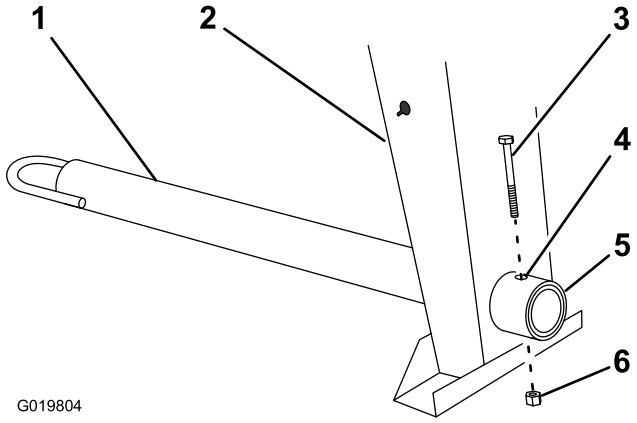

Figure 6
1. Retirez le boulon et l'écrou de la barre de remorquage (Figure 6).
2. Glissez la barre de remorquage en avant et alignez le trou de la barre sur le trou de raccordement du cadre (Figure 6).
3. Insérez le boulon dans les trous du raccordement du cadre et de la barre (Figure 6).
4. Vissez l'écrou sur le boulon et serrez jusqu'à ce qu'ils soient solidement appuyés contre le raccordement du cadre (Figure 6).